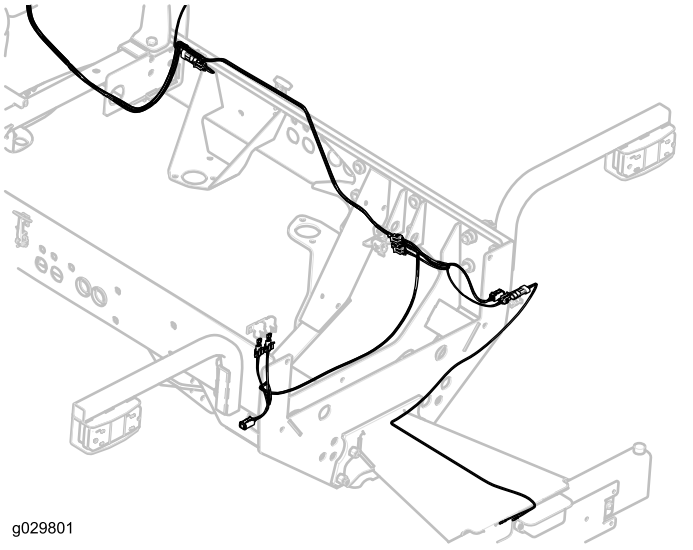

Figur 31
22. Før ledningssatsen til registreringsplatelyset og koble ledningssatskontakten til lyskontakten (Figur 31).